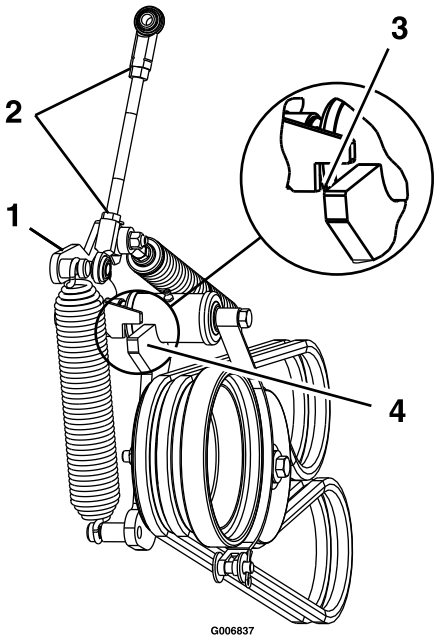

Figur 58
13. Løsne låsemutterne og juster forbindelsesleddet til toppen av lederullarmen er i flukt med undersiden av hakket på spennarmen som vist i Figur 58.